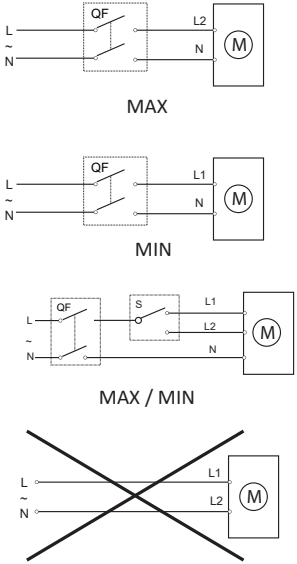

Fig. 3
- Fläkten ansluts till spänningen enligt kopplingsschemat, Fig. 3.
- Fläkten kan köras i två alternativa hastigheter, Fig. 3. L_2 är den högsta hastigheten, L_1 är den lägsta hastigheten. Det går att ansluta en separat brytare för att välja hastighet. Den illustreras som max/min i Fig. 3.